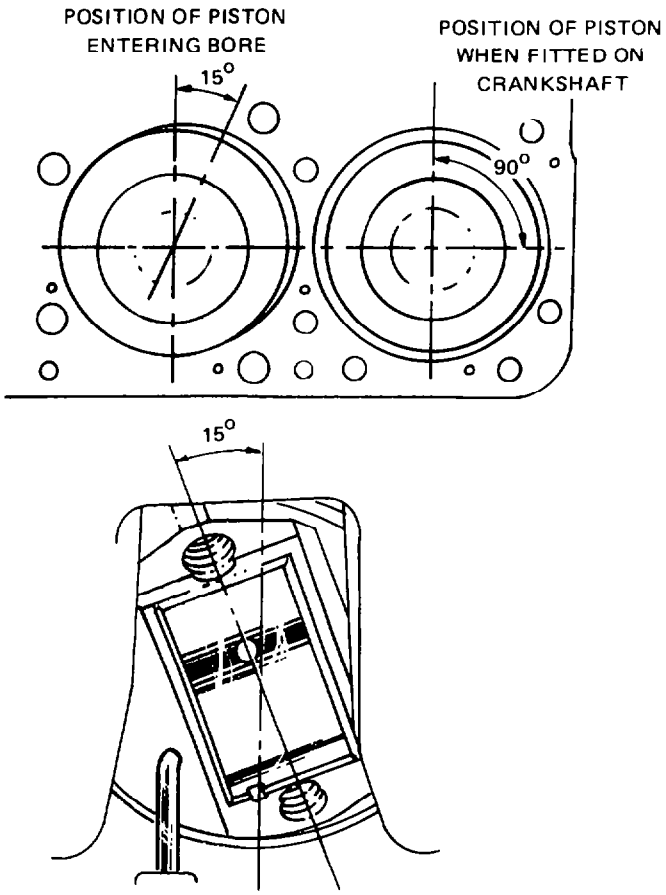

Fig. 80 — Offsetting Piston and Connecting Rod
*1. In order not to damage the piston oil cooling nozzles, rotate the piston approximately 15° so that the big-end will clear the nozzle (see fig. 80).*